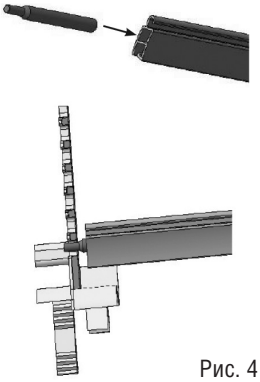

Рис. 4
2. Установить (вбить) стальные штифты в верхний алюминиевый профиль, стороной с большим диаметром на расстояние порядка 30мм. Расстояние на которое вбиваются штифты, необходимо отрегулировать таким образом, что бы стальные штифты входили в зацепление с зубчатым замком (рис. 4)